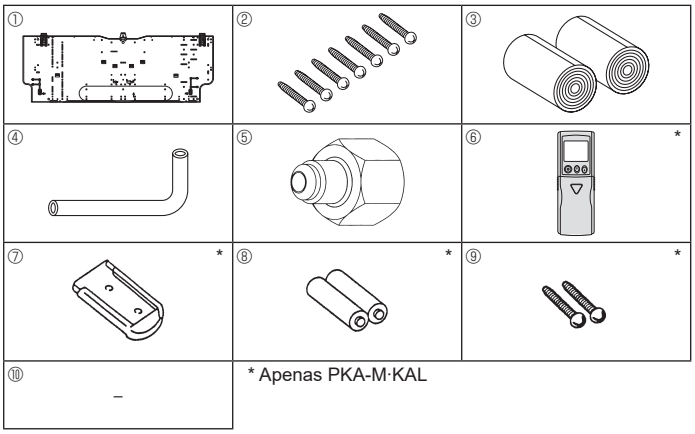

Fig. 3-1
3.1. Verificação dos acessórios da unidade interior (Fig. 3-1)